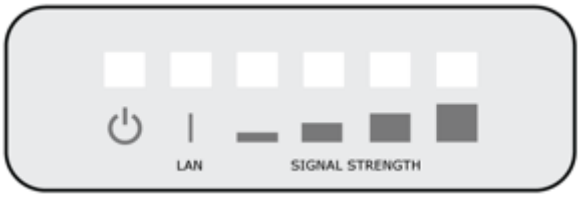

**Fig. 3.3 - From Left To Right Status LEDs, Link/Boot LEDs**
A panel on the front of the FM4500 FIBER, shown in Fig. 3.3, provides six (6) LEDs which can be used to check the unit and the link quality status. From the left-hand side, the first 2 green LEDs indicate the unit power, the Ethernet port activity, respectively. The remaining 4 colored LEDs indicate the level of the link signal and can be used for antenna alignment purposes. During the unit boot-up process, the LEDs indicate the boot status and can be used for problem detection. Specifically, the 4 colored LEDs light up in sequence from the leftmost one (red) to rightmost one (bright green). If the LEDs lighting up sequence does not complete, then an error has been detected during the booting process. Please refer to Table 3.1 for details.